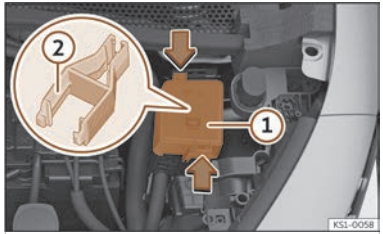

Fig. 190 In the front compartment: fuse box cover.
- Press the locking tabs to unlock the fuse box cover ››› **Fig. 190** ①.
In the fuse box there may be plastic tweezers for removing fuses ››› **Fig. 190** ②.